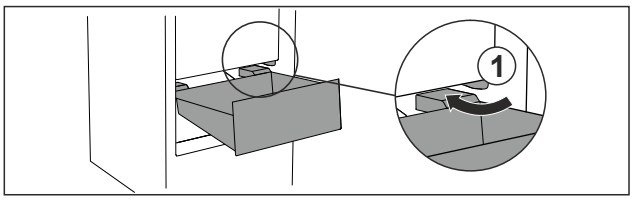

Fig. 53
▶ Guide drawer in at an angle around the stoppers *Fig. 53 (1)*.